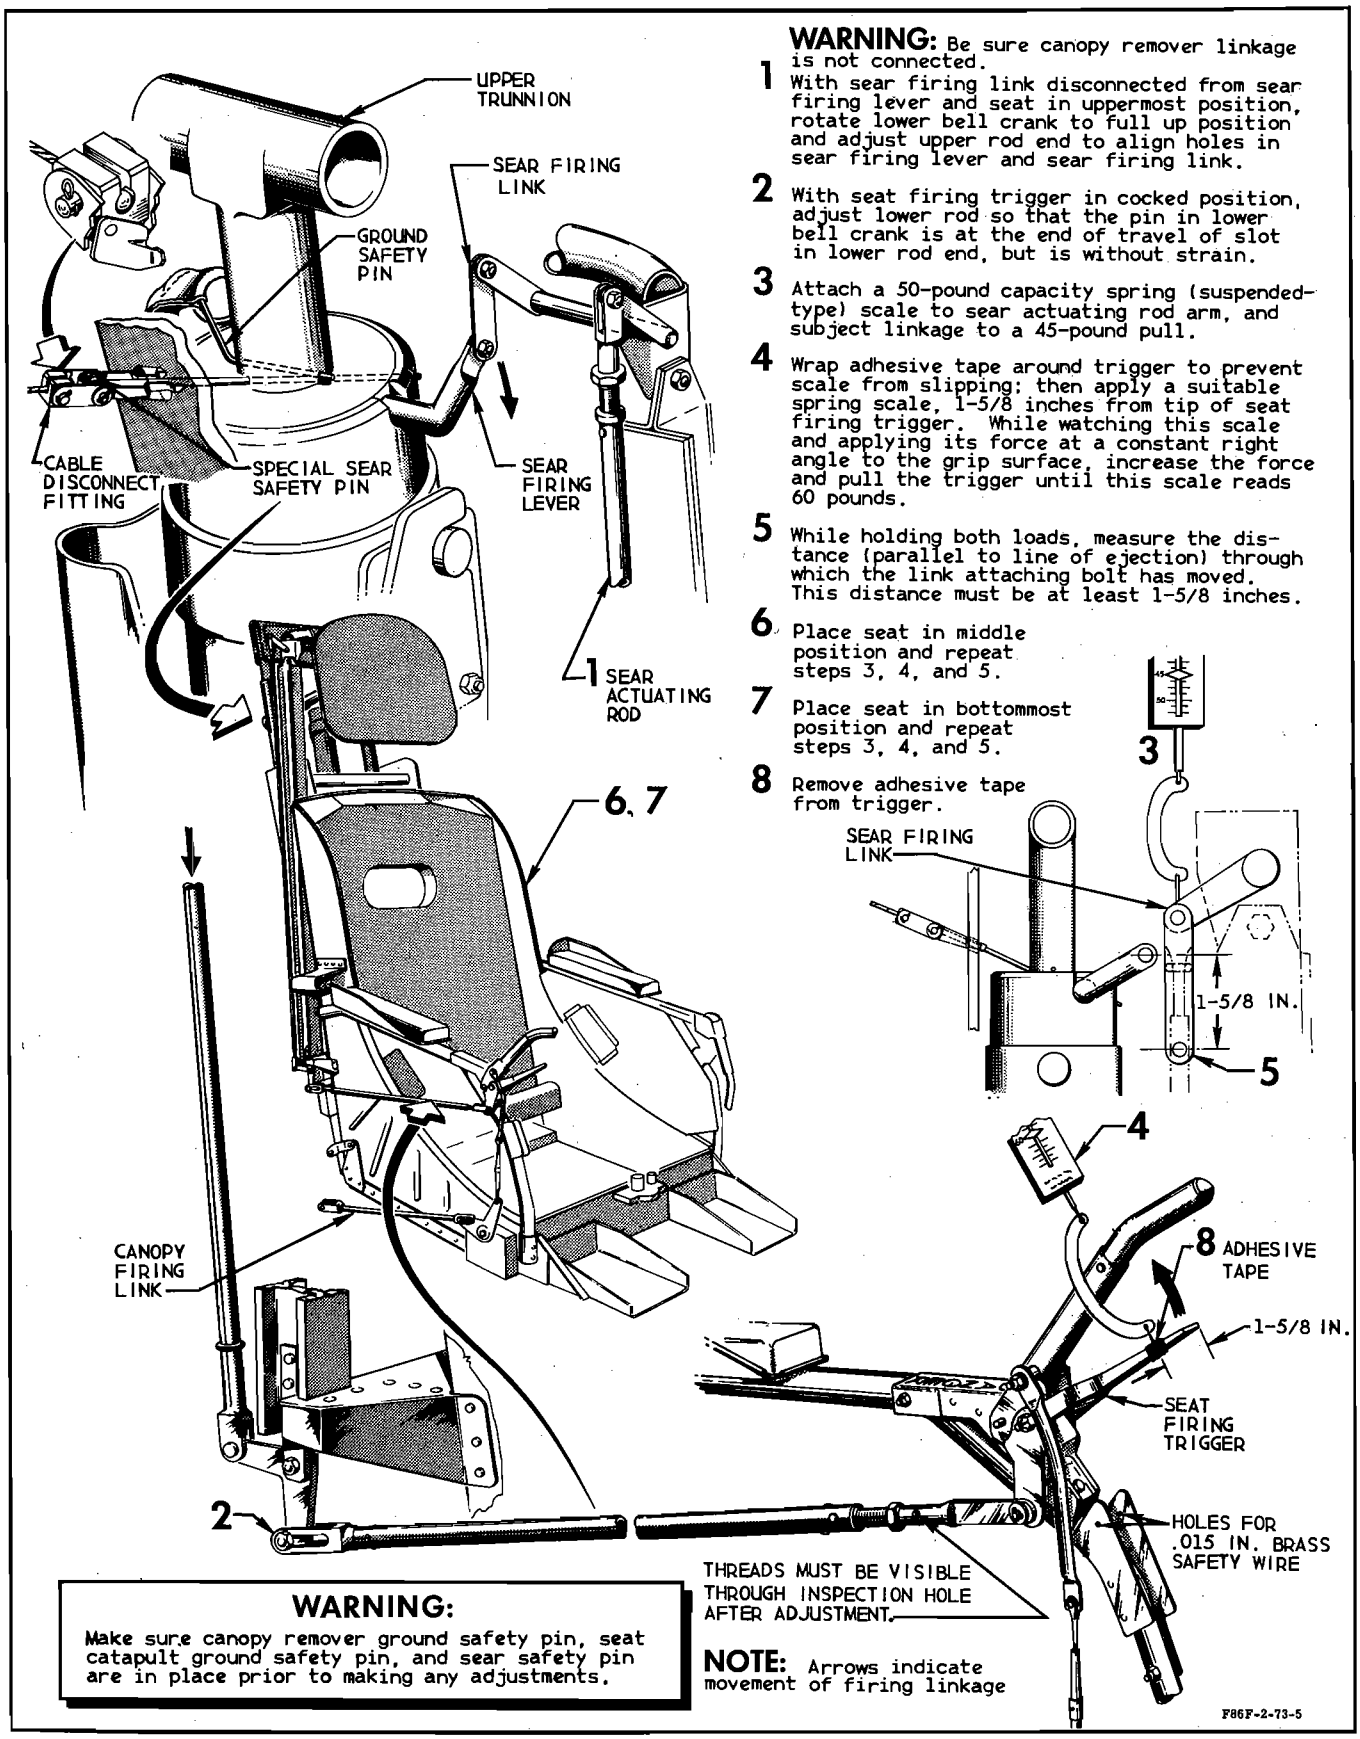

Figure 2-45. Adjusting Seat Ejection System—F-86F-1 Through F-86F-15 Airplanes and F-86F-20 Airplanes AF51-13070 Through -13129
2-208. The seat ejection system uses a Type M-1 or M1A1 aircraft personnel catapult and mechanical actuating linkage. The ejection system provides a means of quickly and safely separating the pilot from a crippled airplane. In an emergency, the pilot can fire the catapult to eject the seat safely upward in a path that will clear all airplane structure. The canopy is ejected from the airplane when the right handgrip is raised. As the canopy is ejected, it clears the way for the pilot and extracts the seat catapult sear safety pin. On F-86F-20 Airplanes AF51-13130 through -13169, and F-86F-25 and subsequent airplanes, if the canopy fails to leave the airplane, the pilot may eject himself through the canopy. The seat on these airplanes is provided with mechanical linkage connected to the seat catapult sear safety pin and to the left handgrip. Rotating the left handgrip removes the catapult sear safety pin, thereby permitting the seat catapult to be fired whenever the trigger is squeezed. To prevent inadvertent use of the left handgrip and to maintain the correct sequence of operation during ejection procedure, an overcenter mechanism installed on the left side of the seat prevents the left handgrip from being raised until the right handgrip has been rotated up and locked in the canopy-fired position. Conversely, the left handle must be lowered first and then the right; otherwise, the seat linkage forks become bent. For details of parts and components of each system, see figure 2-45 or 2-46.
2-209. REMOVING SEAT (F-86F-1 THROUGH F-86F-15 AIRPLANES AND F-86F-20 AIRPLANES AF51-13070 THROUGH -13129). For location and identification of ejection seat components, see figure 2-45. Remove ejection seat from airplane as follows:
a. Ensure that seat has been properly adjusted. (See figure 2-45.)
2-213. INSTALLING SEAT (F-86F-1 THROUGH F-86F-15 AIRPLANES AND F-86F-20 AIRPLANES AF51-13070 THROUGH -13129). For location and identification of ejection seat components, see figure 2-45. Install ejection seat as follows:
2-215. ADJUSTING SEAT EJECTION SYSTEM. See figure 2-45 or 2-46.
2-217. The Type M-1 or M1A1 catapult which is used to propel the seat away from the airplane, is a three-tube, telescoping ejector. The catapult consists of an outer tube, an intermediate tube, an inner tube, and a cartridge with its firing mechanism. The upper end of the inner tube incorporates the cartridge, its firing mechanism, and a trunnion which is attached to the upper framework of the ejection seat. The upper end of the outer tube has a trunnion attached to the structure of the airplane. When the catapult is fired, the outer and intermediate tubes stay with the airplane; the inner tube goes out with the seat. The catapult is assembled with the cartridge contained in the catapult as a sealed unit. Two safety devices are provided: the catapult sear safety pin, which prevents rotation of the sear; and a ground safety pin that passes through the firing pin, locking the firing pin in place. The catapult sear safety pin is inserted diagonally through the inner tube, trunnion, firing pin, and sear, and protrudes from the outer tube. A spring clip is installed in the cable system from the canopy reel to the catapult sear safety pin to prevent a strain being imposed on the sear safety pin when the canopy is operated. This clip is installed in a hole through the armor plate and is connected to the canopy reel cable by a quick-disconnect fitting. (See figure 2-45 or 2-46.) The catapult sear safety pin is pulled out of the catapult by the cable on the canopy reel when the canopy leaves the airplane. The ground safety pin is strictly a ground safety device which is removed just before take-off and installed immediately after landing.
2-218. REMOVING CATAPULT (F-86F-1 THROUGH F-86F-15 AIRPLANES AND F-86F-20 AIRPLANES AF51-13070 THROUGH -13129). For identification of components, see figure 2-45. Remove ejection seat catapult from airplane as follows: